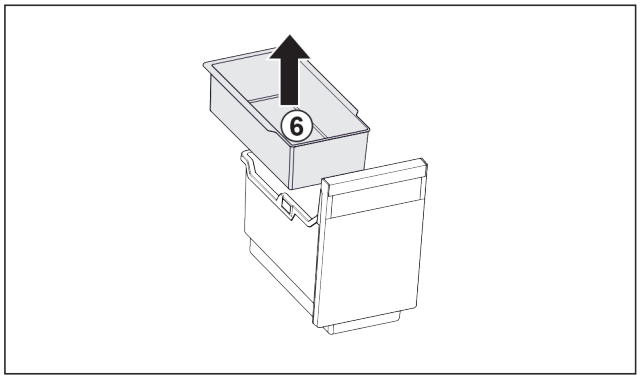

Fig. 140
- ▶ Extrageți tava suspendată *Fig. 140 (6)*.